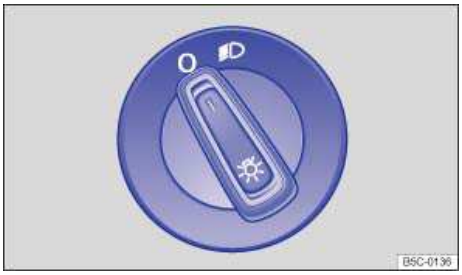
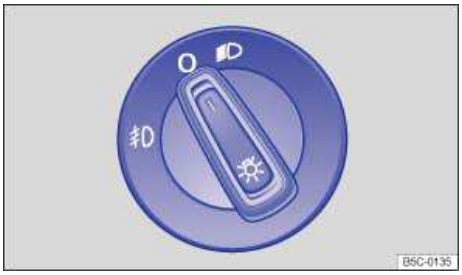

**Fig. 84** Headlight switch next to the steering wheel.
**Fig. 85** Headlight switch next to the steering wheel (with fog lights).
**Adjust the light switch to the desired position ⇒fig. 84 or ⇒fig. 85:**